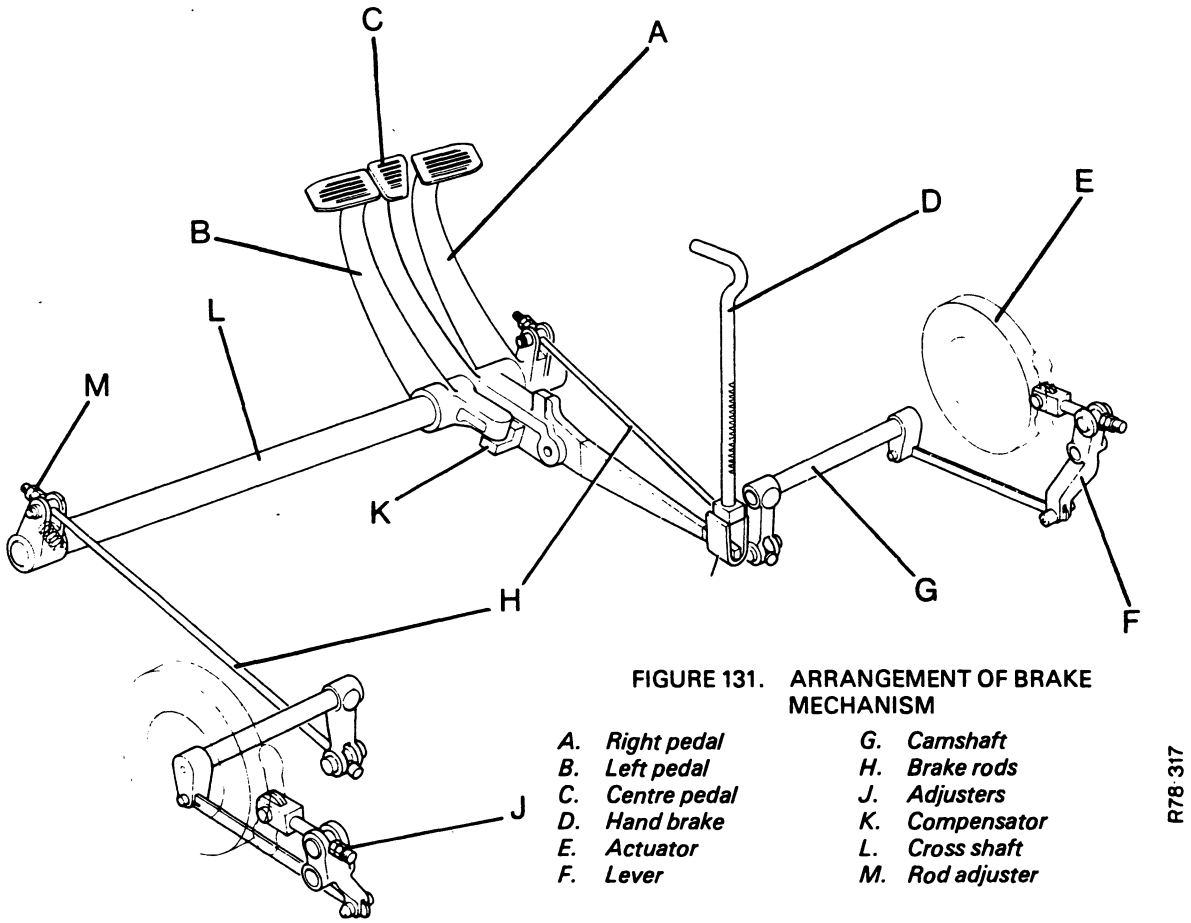

FIGURE 131. ARRANGEMENT OF BRAKE MECHANISM
A pedal is installed for each brake assembly so it can be operated separately for tight turns with the steering. A single pedal is installed between these two pedals for normal braking. See Figure 131.
(a) the nuts M Figure 131 which adjust the pull rods, have been used to adjust the brakes,
11. Adjust the length of the pull rods H Figure 131 by turning nut M.